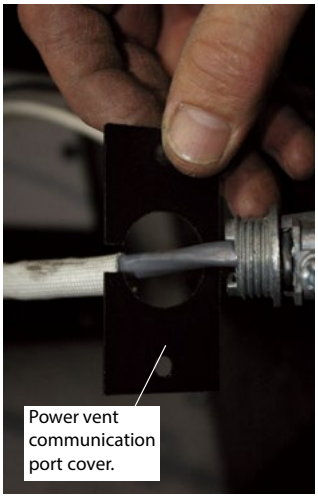

Figure 12c. Remove Exterior Access Cover.
Step 3. Remove the Power Vent communication port cover from cabinet, (as supplied) ***Figure 12c***. (***Philips head screwdriver required***).